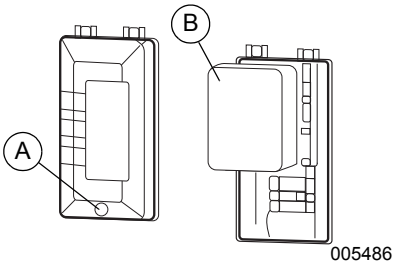

Figure 4-4. Air Filter Assembly
1. Unscrew bolt (A) and remove air filter cover. See *Figure 4-4*.
2. Wash filter (B) in soapy water. Squeeze dry in clean cloth (DO NOT TWIST).